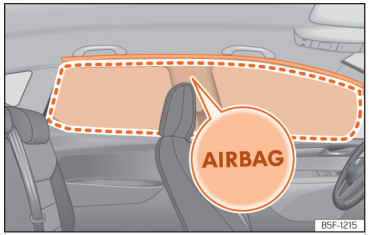

Abb. 31 Einbauort und Entfaltungsbereich des Kopfairbags.
Die Kopfairbags befinden sich zu beiden Seiten im Innenraum oberhalb der Türen ››› **(Abb. 31)** und ihre Einbauorte sind mit dem Schriftzug „AIRBAG“ gekennzeichnet.
Der eingerahmte Bereich wird vom auslösenden Kopfairbag erfasst (Entfaltungsbereich) ››› **(Abb. 31)**. Deshalb dürfen in diesen Bereich niemals Gegenstände abgelegt oder befestigt werden ››› ⚠.
- **Stellen Sie sicher, dass Kinder richtig in ihren Sitzen sitzen und ihren Kopf nicht in den Entfaltungsbereich der Kopfairbags halten ››› (Abb. 31), da sie beim Auslösen der Airbags von diesen getroffen werden und schwere Verletzungen erleiden könnten.**